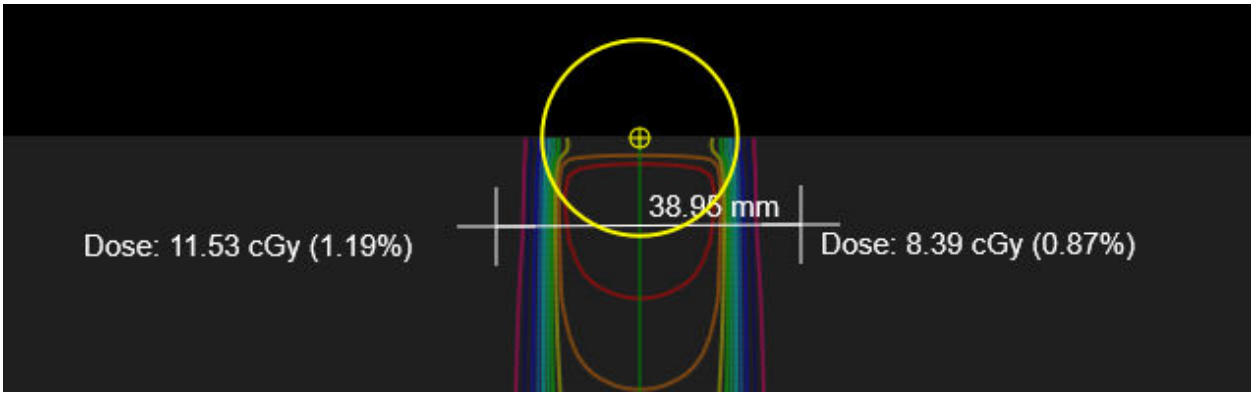

Abbildung 10.9: Distanz zwischen Fadenkreuzen
6. Verwenden Sie Strg+Rechtsklick und Ziehen, um die gemessene Distanz zwischen zwei Fadenkreuzen zu messen (siehe Abbildung 10-9).